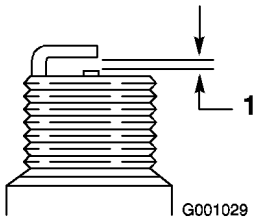

Figur 46
4. Still mellomrommet mellom elektrodene på tennpluggen til 0,76 mm (Figur 46).